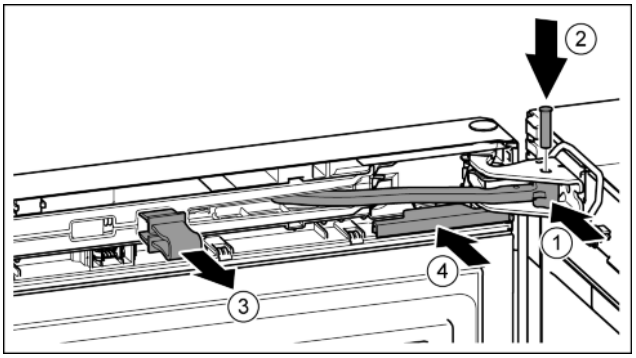

Fig. 25
- ▶ Tourner l'articulation dans le support de palier. *Fig. 25 (1)*
- ▶ Introduire le boulon dans le support de palier et l'articulation. Veiller à ce que l'ergot d'encliquetage repose correctement dans la rainure. *Fig. 25 (2)*
- ▶ Enlever l'arrêtoir. *Fig. 25 (3)*
- ▶ Enfiler le cache. *Fig. 25 (4)*